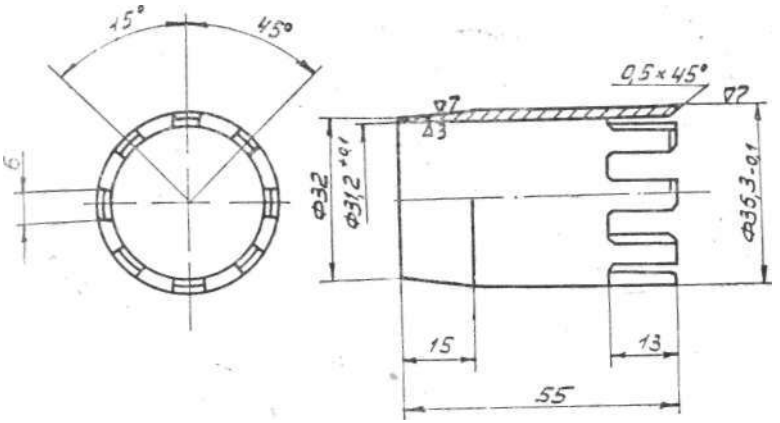

Рис. 101. Приспособление для установки вторичного вала.
5. Надеть на вторичный вал специальную втулку (рис. 101), предохраняющую кромку сальника от повреждений.